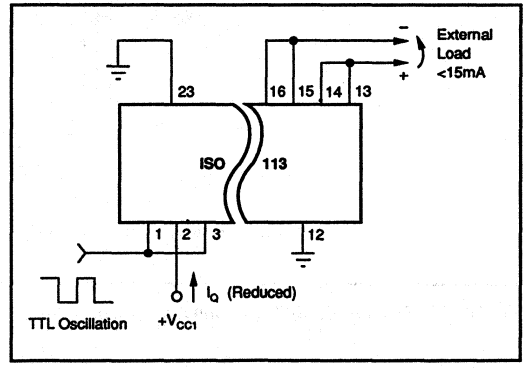

FIGURE 5. Reduced Power Dissipation.
Single or multichannel synchronization with reduced power dissipation for applications requiring less than ±15mA from V_{CC1} is accomplished by driving both the Sync input pin (3) and Enable pin (1) with the TTL oscillator as shown in Figure 5.